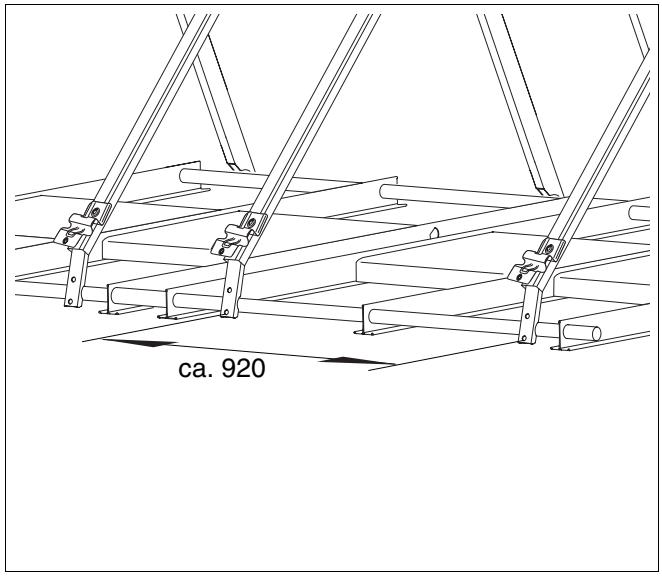

Afb. 28 Afstand van de collectorsteunen (maten in mm)
- Meet die afstand aan de voeten van de steun (afb. 28).